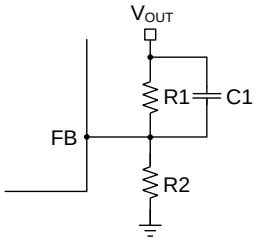

Figure 5: Feedback Network
The external resistor divider sets V_{OUT}. The feedback resistor (R1) also sets the feedback (FB) loop bandwidth with the internal compensation. Figure 5 shows the feedback network.